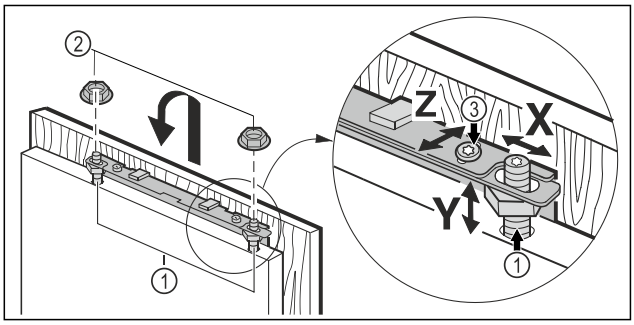

Fig. 45
▶ Навесьте мебельную дверь на регулировочные болты *Fig. 45 (1)* и накрутите контргайки *Fig. 45 (2)* на регулировочные болты, не затягивая.
▶ Выравнивание мебельной двери по высоте **Y** и боковому наклону: с помощью отвертки установите положение регулировочными болтами *Fig. 45 (1)*.
▶ Затяните контргайки *Fig. 45 (3)*.